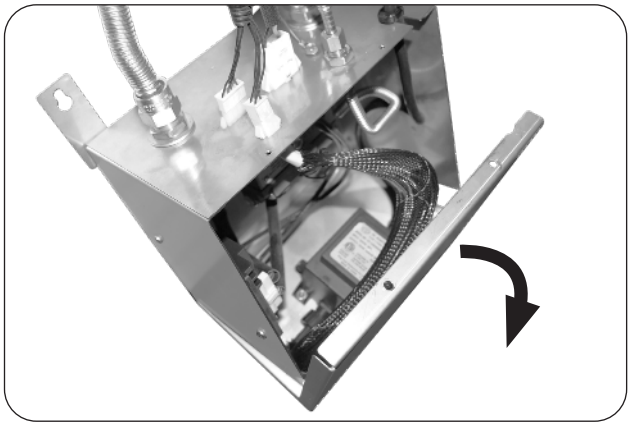

Fig. 43-2 Open control box
3. Carefully pull the cover plate and open the box (see Fig. 43-2).